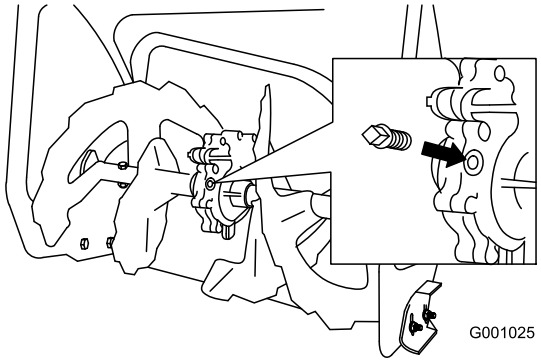

Figur 40
2. Rengör området runt rörpluggen (Figur 40).